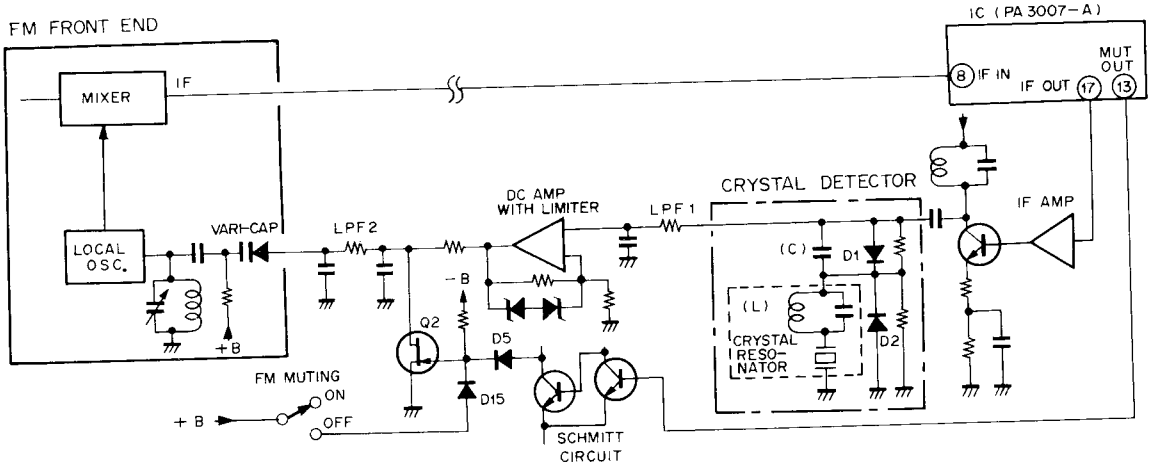

Fig. 4-1 Quartz Lock System
When the IF signal appears at pin no.17 of the IF system IC (PA3007-A), it is amplified and applied to a crystal detector (see Fig. 4-1) which consists of diodes connected in parallel in a series resonance circuit equipped with a crystal resonator. The resonance frequency is the same as the IF frequency (10.7MHz), which means the impedance at this time will be minimal, resulting in the output being reduced to a minimum level. If the input frequency increases, the reactance of the capacitance stage (C) is reduced, and the reactance of the inductance stage (L) increased, resulting in AM detection by D2 which leaves the positive portion of the IF signal. If the input frequency decreases, L stage reactance is decreased and C stage reactance increased, resulting in AM detection by D1 which leaves the negative portion of the IF signal. The L stage and C stage reactances increase as the degree of detuning in the respective directions is increased, resulting in a subsequent increase in the detector output. By thus attaining S-curve characteristics, FM detection becomes possible. Since the IF signal is an FM signal frequency deviation due to modulation, it will be symmetrical about a central axis. And if the central frequency is equal to the resonance frequency, the detector output DC level will be zero. If, however, there is any displacement in the central frequency, frequency deviation in respect to the detector will become asymmetrical, resulting in the generation of a DC voltage. This DC voltage is passed through LPF1 (IF filter) and LPF2 (AC filter) to form a correction voltage which is applied to the variable capacitance diode in the local oscillator, thereby correcting the oscillator frequency to obtain a constant IF (i.e. a constant tuned frequency).